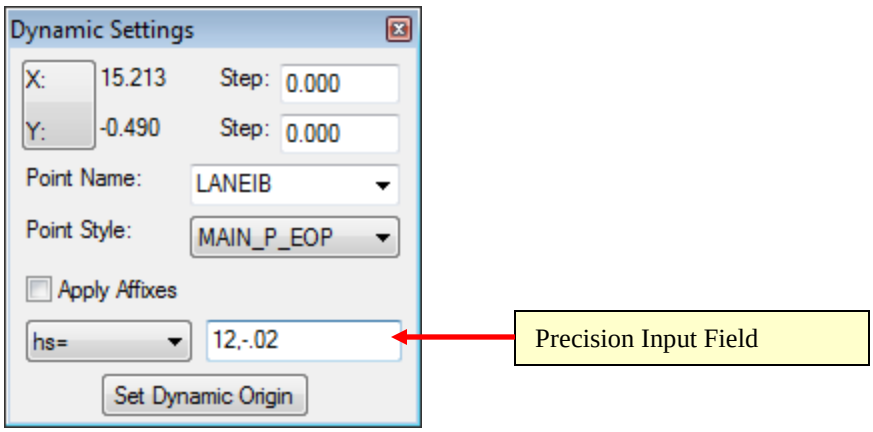

Figure L7-23 Dynamic Settings
- Verify your entries match those shown in *Figure L7-23*.